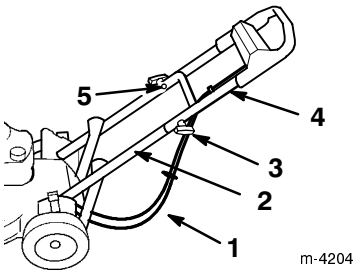

**Figure 4**
5. Slide the upper handle section ends over the lower handle section so that the sections nest together (Fig. 4)
3. Knob (2)
6. Ensure that the cables are routed below and behind the lower handle section as illustrated in Figure 4.
7. Secure the upper handle section to the lower handle section using two contoured handle bolts and two knobs (Fig. 4).